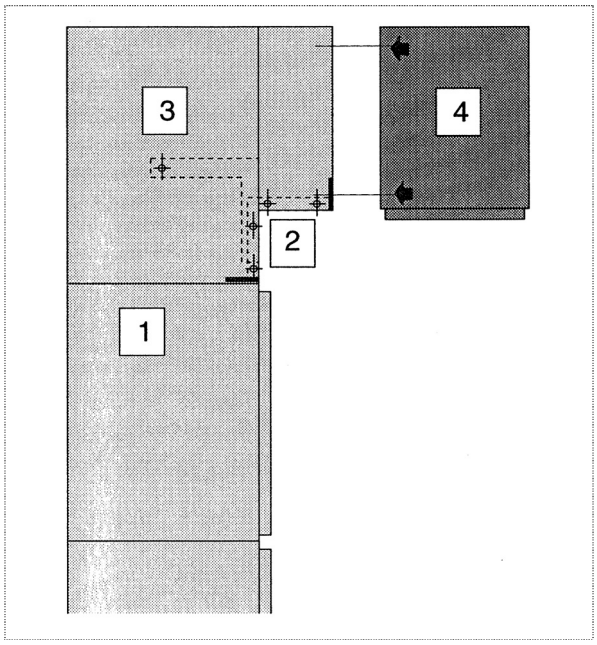

Рисунок 2-14: Добавление шкафа
- Шкаф, еще не установленный на место, поз. 4, прикрепляется к лицевой панели изнутри с помощью четырех болтов с шестигранными головками M8x20. Наконец, шкаф, поз. 4, прикрепляется к шинному коробу, также изнутри, с помощью одного болта с шестигранной головкой M8x20, см. Рисунок 2-14.